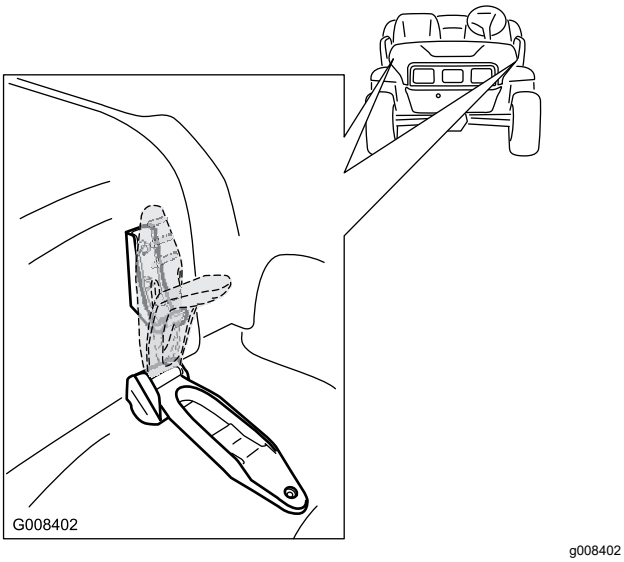

Figuur 26
1. Til de handgreep van de rubberen grendels aan weerszijden van de motorkap op (Figuur 26).
2. Bevestig de motorkap door de rubberen grendels uit te lijnen met de grendelbevestigingen aan weerszijden van de motorkap (Figuur 26).